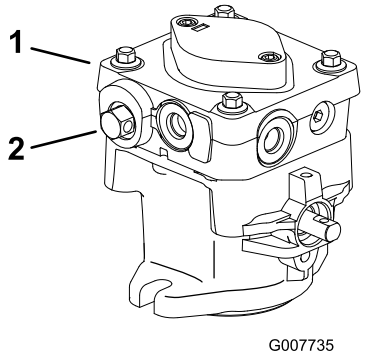

Figur 14
2. Öppna överströmningsventilen på båda pumparna genom att vrida dem 1–2 varv medurs. Hydrauloljan kan då passera förbi pumparna och hjulen kan rotera (Figur 14).